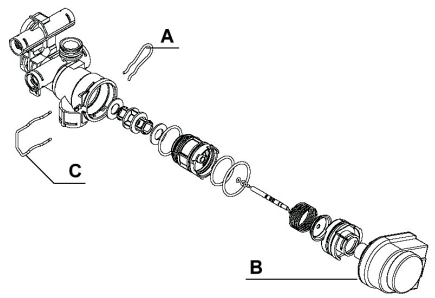

Fig. 26
6.22 VALVE ACTUATOR fig. 26
6.23 DIVERTOR VALVE CARTRIDGE fig. 26